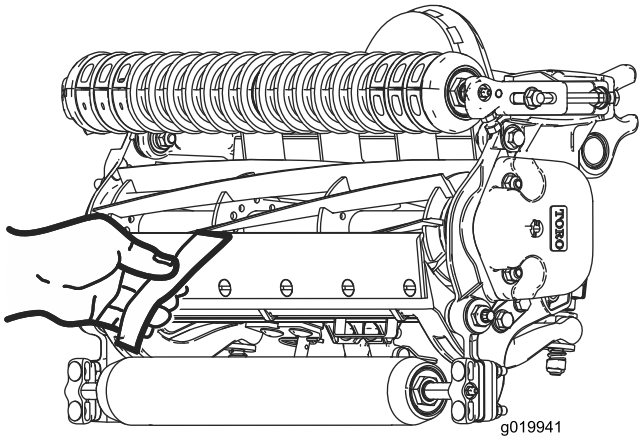

Figur 10
10. Afprøv klippeydelsen ved at indsætte en lang stribe klippeydelsespapir (Toro-delnr. 125-5610) mellem knivcylinderen og bundkniven, vinkelret med bundkniven (Figur 10). **Drej** langsomt knivcylinderen fremad. Den bør klippe papiret.